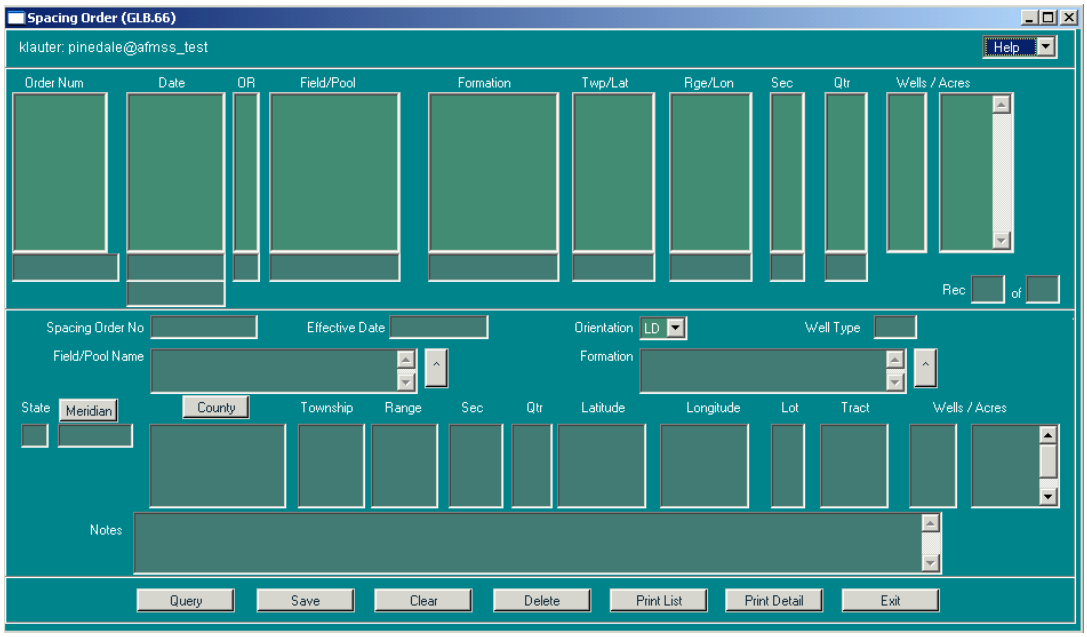

Figure 5-10: Spacing Order (GLB.66) Window
1. From the *Non-Indian AFMSS Main Menu* select **Adjudication** then **Spacing Order** to launch the *Spacing Order (GLB.66)* window (Figure 5-10).